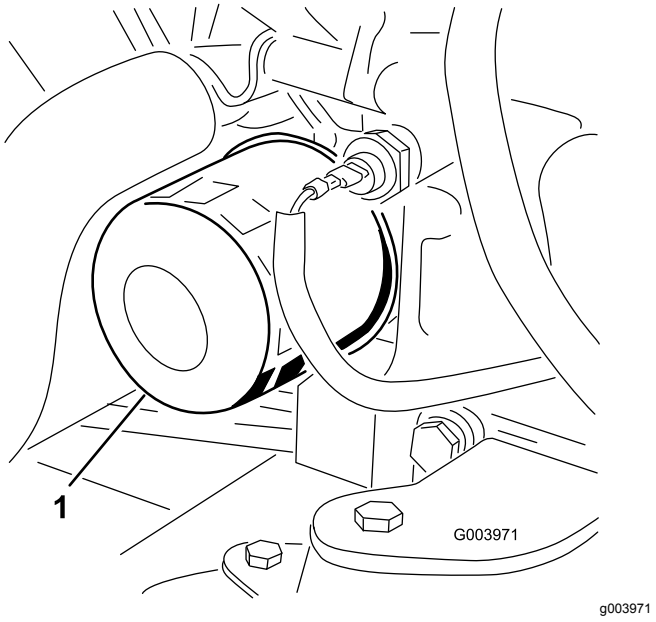

**Figur 55**
3. Ta av oljefilteret (Figur 55).